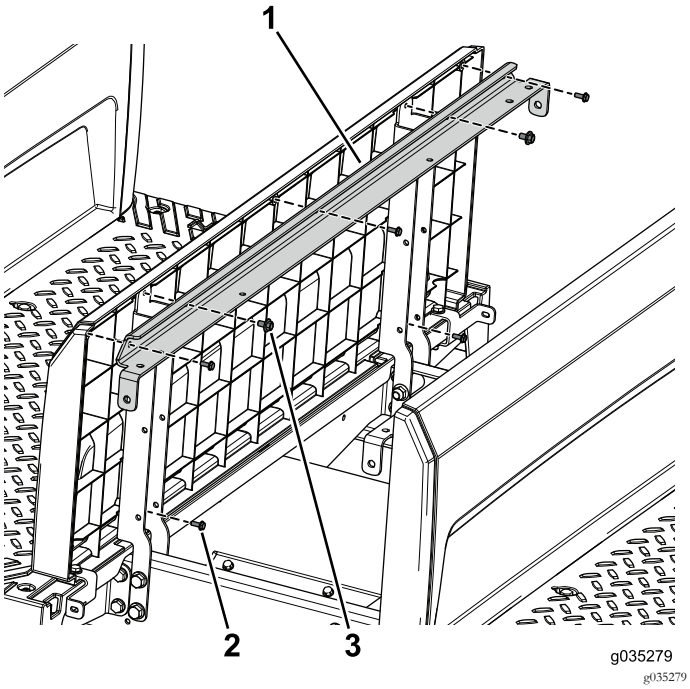

Bild 93
3. Befestigen Sie die abgewinkelte Stützhalterung und die Platte des Sitzunterteils mit den zwei Schrauben mit Scheiben (¼" x ½") an der linken und rechten Sitzstütze (Bild 93).
4. Befestigen Sie die hintere Platte mit den fünf Schrauben (Nr. 10 x ½") an der abgewinkelten Stützhalterung und den Sitzstützen (Bild 93).